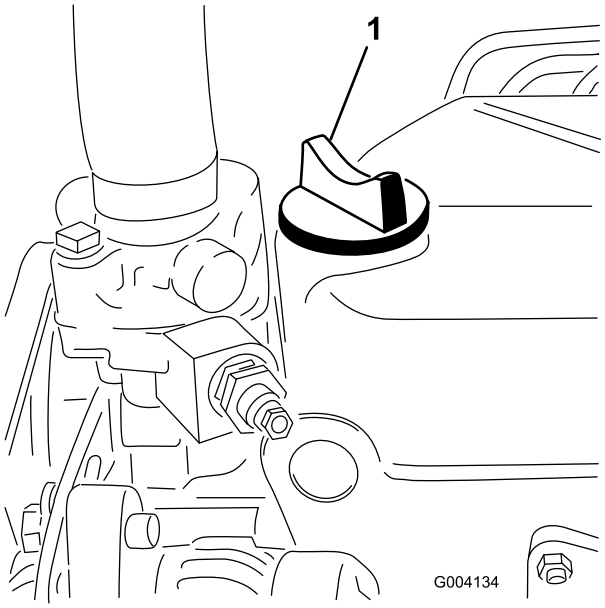

Rysunek 27
5. Jeśli poziom oleju znajduje się poniżej oznaczenia Full, zdejmij korek wlewu oleju (Rysunek 27) i dolej taką ilość, aby poziom sięgał oznaczenia Full na wskaźniku. **Nie przepełniaj zbiornika.**